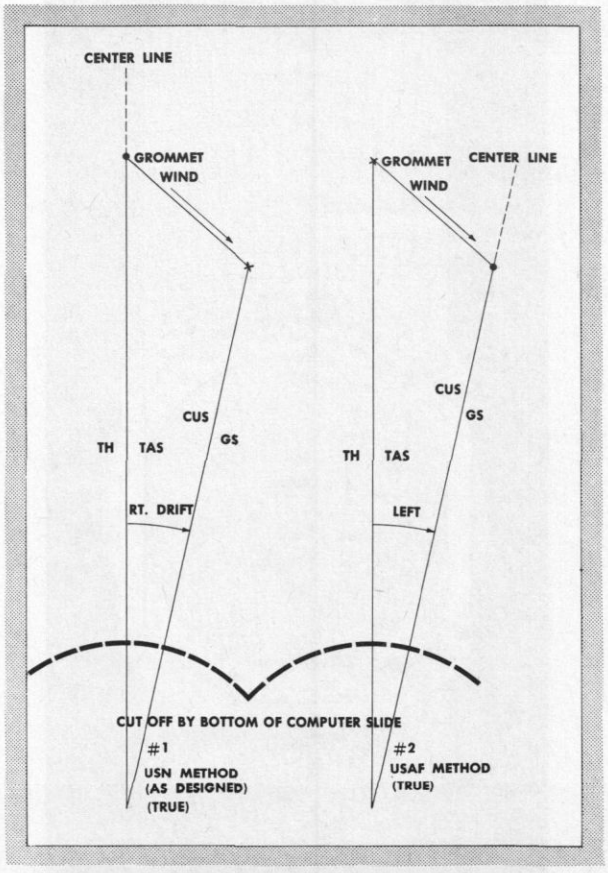

Figure 10–6. Wind vector triangles (by two methods) as they would appear on the E6D or E6B computers
6. *Turn the disk until the desired course is opposite 7° or 8° left drift, and again read the drift shown by the wind vector. Juggle the disk until the course (195° T.) is opposite the same drift value at the top of the computer as that on which the wind point is located on the slide. In this case, if you set 8° L. as the first try, you find 6½° L. would result; so you try 7° L. and the two drift values are then equal. Now the True Index shows a TH (202° T.) which will result in flight on the desired course of 195° T. with a wind which causes 7° left drift. (See Figure 10–8.)*